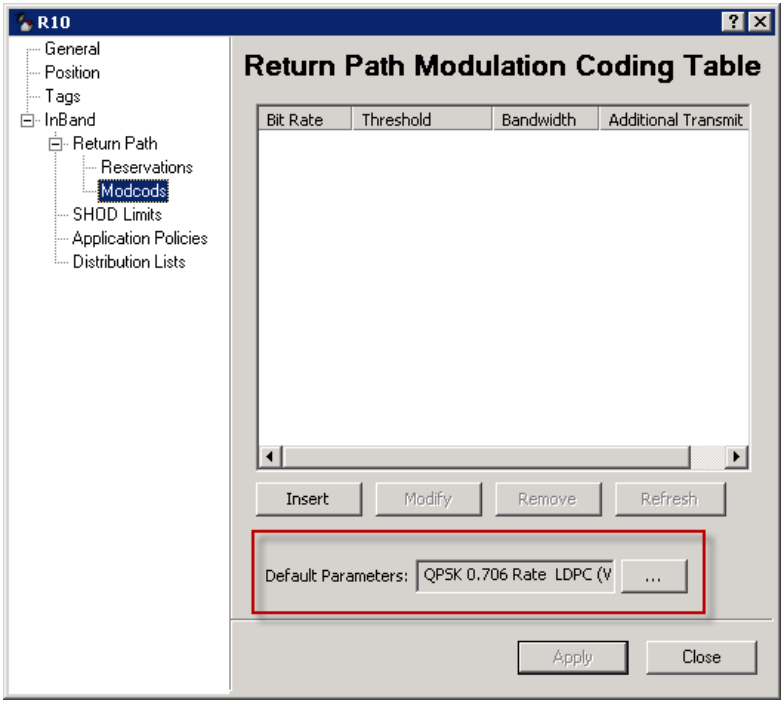

Figure 4-40 Return Path ModCod, Remote Site Properties
- Select the InBand Return Path ModCods menu item, as shown in figure 4-40, and set the **Default Parameters** to match the ACM Maximum ModCod for the unit.